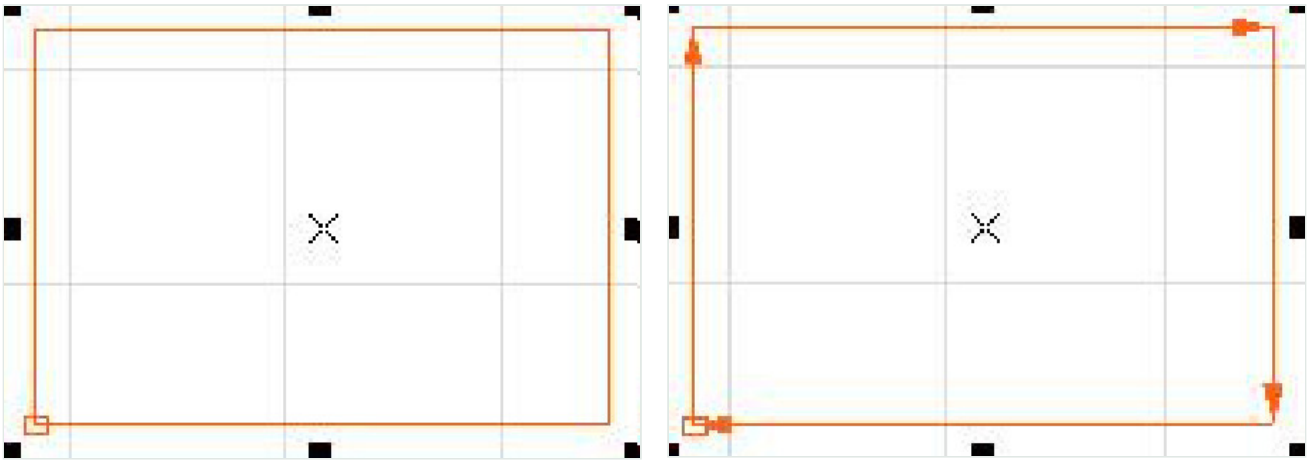

Figura 11-57 Trayectoria de marcado de la figura
- Muestra u oculta la trayectoria de marcado de la figura actual, como se muestra en la Figura 11-57: